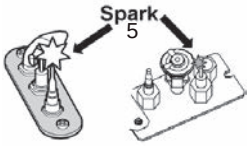

Fig 3
2. TO CLEAR ANY GAS, turn main valve off by pressing the button on remote handset (1). Wait five (5) minutes to clear out any gas, then smell for gas, including near the floor. If you smell gas,STOP! follow "B" in the safety information above on this label. If you don't smell gas, go to the next step.
3. AUTOMATIC IGNITION: MAN-knob (2) in ON position. Ensure Flame Adjustment knob (3) is set to lowest setting (Fig. 1). Locate the pilot (Fig. 3.) inside the firebox.
With the window off, locate the pilot (Fig. 3) inside the firebox. Set Flame Adjustment knob (3) to the lowest setting. Push down the metallic core (4) with a pen or similar instrument; this will establish the pilot gas flow. Light gas at the pilot (5) with a match. Continue holding down metal core (4) for about 10 seconds; after release, pilot should remain lit. If the pilot will not stay lit after several tries, turn the gas control knob (3) to OFF and call your local service technician or gas supplier. Reinstall the window and set the MAN-knob (2) to ON; turn Flame Adjustment knob (3) up or down manually or use the and buttons on the remote control handset to adjust the flame height.